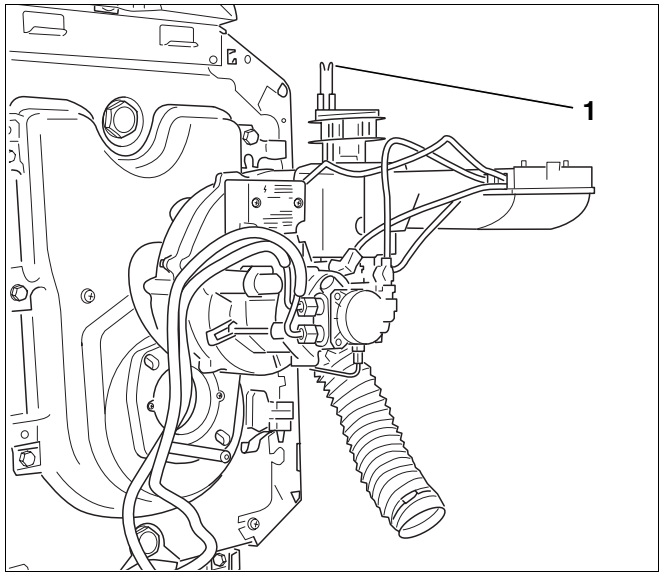

Rys. 32 Ustawienie palnika w pozycji serwisowej
- Ustawić palnik w pozycji serwisowej (rys. 32).
Na elektrodach zapłonowych nie powinno być osadów (rys. 32, **poz. 1**).
- Wymontować elektrodę zapłonową (rys. 32, **poz. 1**).